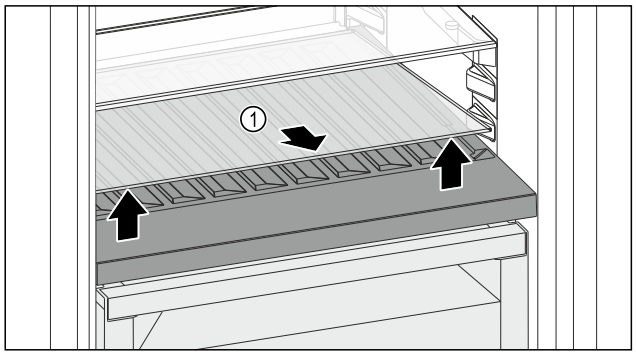

Fig. 218
▶ Lift the glass shelf *Fig. 218 (1)* at the front and remove.
▶ Store the glass shelf *Fig. 218 (1)* in a safe place outside the appliance.